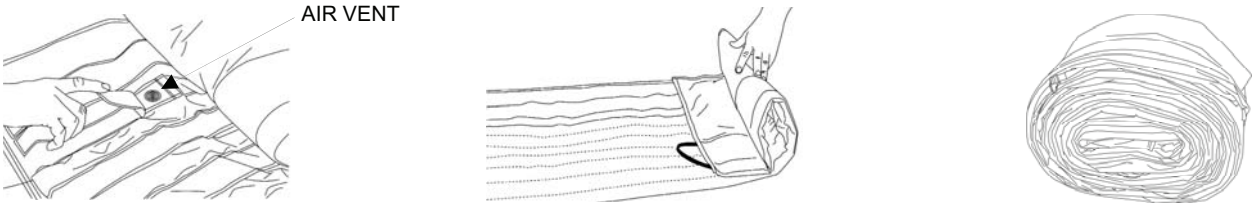

Figure 1. Rolling Up the Hose Heating Blankets.
a. Lay out the blanket with the air vents facing up. Open the air vents (Figure 1).